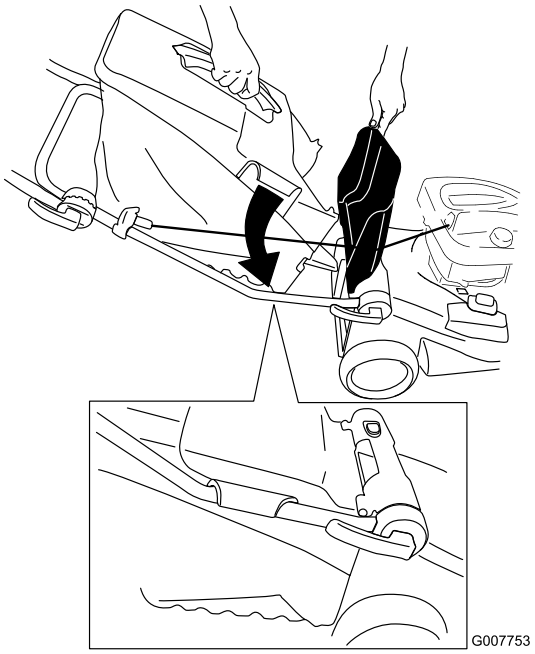

Figure 20
2. Soulevez et bloquez le volet arrière, placez le bac sur le guidon et abaissez le volet (Figure 20).